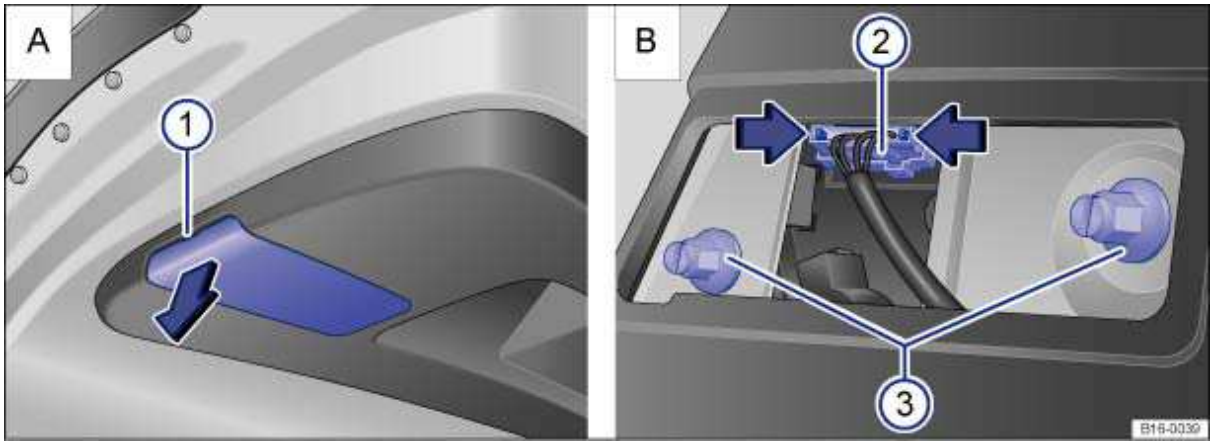
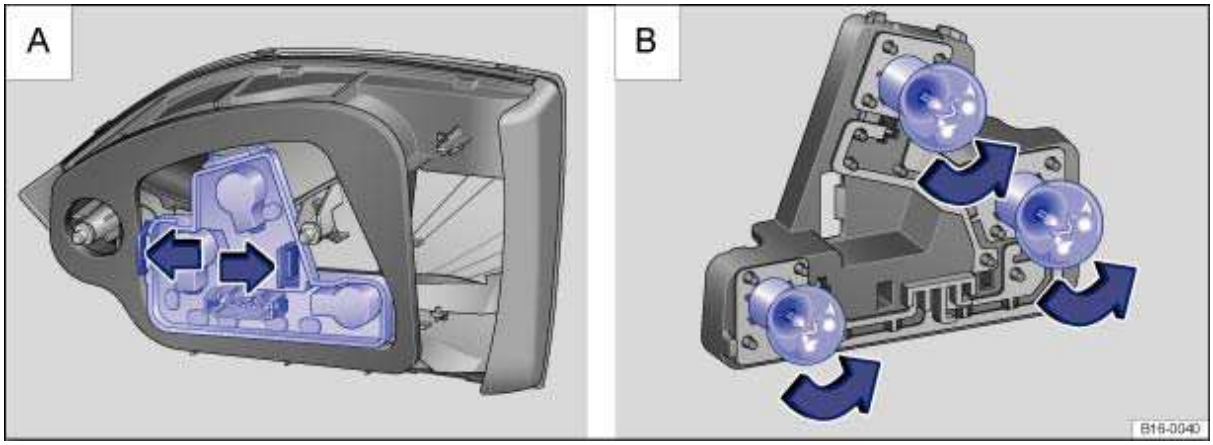

Fig. 176 In the luggage compartment lid. A: Removing the taillight cover. B: Removing the taillight assembly.
Fig. 177 Taillight assembly. A: Removing the bulb holder. B: Removing the light bulb.
3.	Using the flat blade of the screwdriver from the vehicle tool kit ( ) carefully pry the cover off the slot ⇒ fig. 176 **A** (1).
4.	Unscrew the fastening screws **B** (3) with your hand and carefully remove the taillight assembly from the luggage compartment lid.
5.	Press together the release tabs for the connector plug **B** (2) in the direction of the arrow and pull the connector plug off.
6.	Unlock the bulb holder by pressing the locking tabs in direction of the arrow ⇒ fig. 177 **A** and remove the bulb holder from the taillight assembly.
9.	Attach the connector plug ⇒ fig. 176 **B** (2) to the bulb holder.
10.	Carefully reinsert the taillight assembly into the opening in the luggage compartment lid. Hold the rear light assembly with one hand in the installation position and with the other hand, tighten the fastening screws **B** (3).